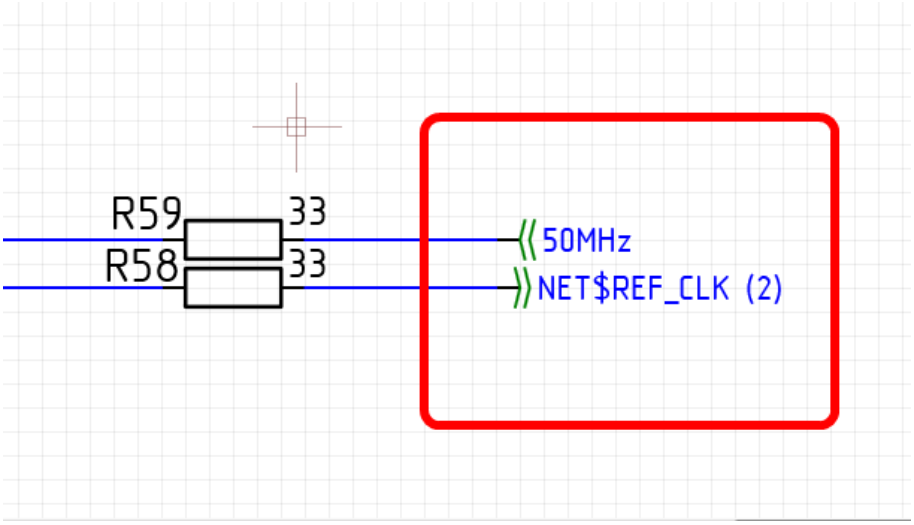

Рис. 479. Порты, размещенные на схеме
4. Нажмите кнопку «ОК», расположенную в правом нижнем углу окна для завершения настройки. Порт будет размещен на схеме, см. Рис. 479.